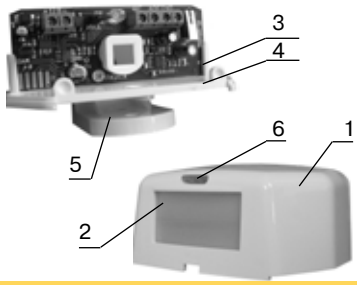

Рис. 6.11
Внешний вид извещателя приведен на рис. 6.11. Основными элементами извещателя являются: крышка (1), линза Френеля (2), печатная плата (3), основание (4), кронштейн (5). На крышке извещателя находится индикатор (6) режима работы.